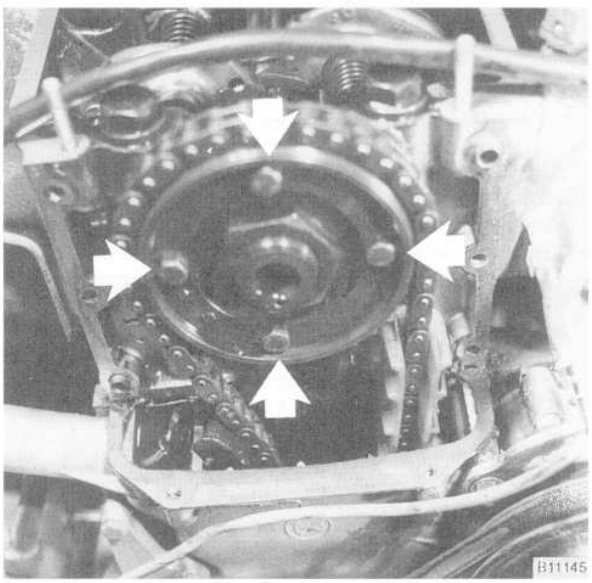

Fig. 27. Camshaft sprocket mounting bolts (**arrows**).
18. Remove the bolts from the camshaft sprocket and remove the sprocket. See Fig. 27. Carefully remove the chain from the sprockets and tensioning rails.